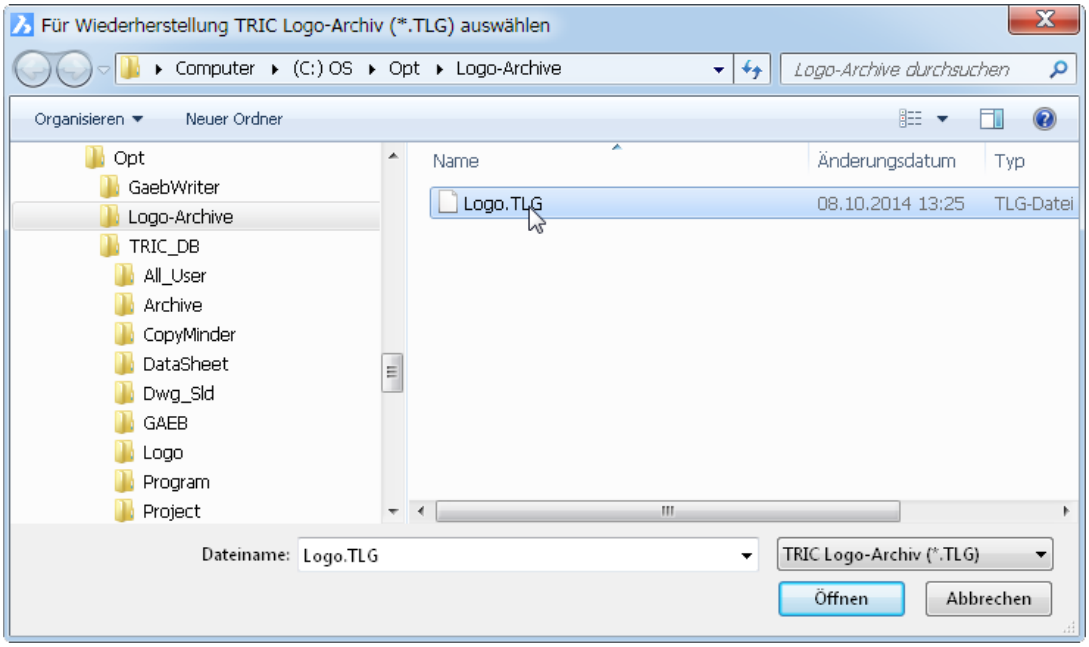

Bild 26.32 – Wahl des Logo-Archivs
- Wählen Sie das Verzeichnis, dann das gewünschte Archiv und klicken Sie auf *Öffnen* (Abb. 26.32).